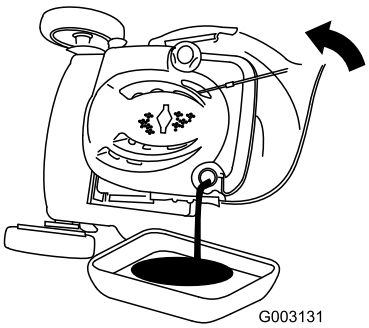

Figur 35
7. Lägg maskinen på sidan med påfyllningsröret nedåt för att tömma ut oljan genom påfyllningsröret i kärlet (Figur 35).